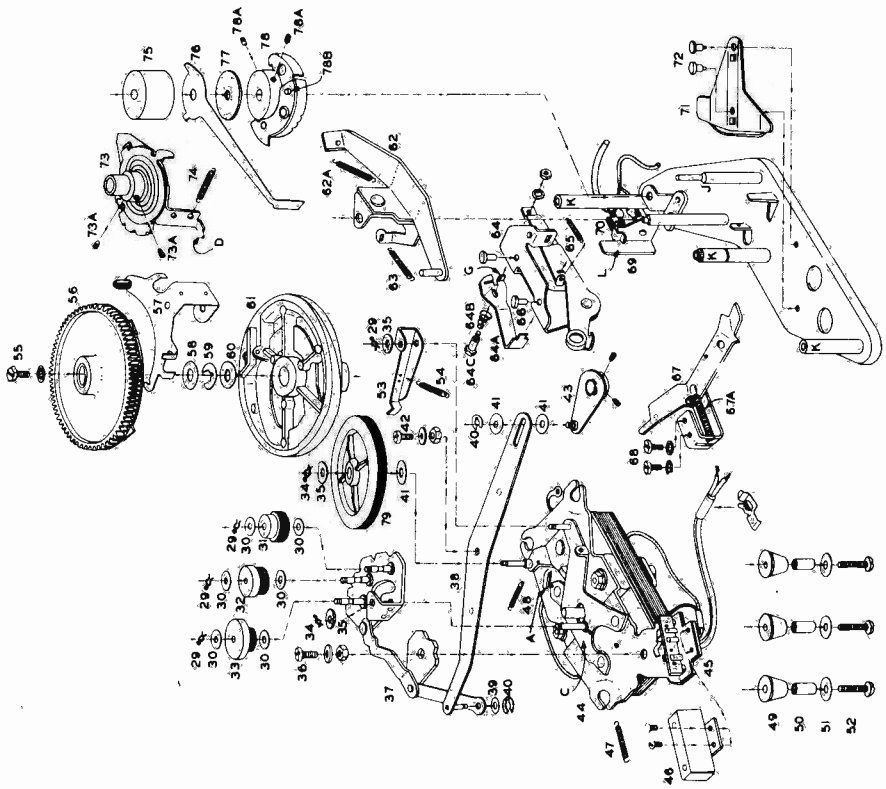

Fig. 8
1. Lip (D of 73, Fig. 8) should engage G of 64A by only about 3/32". If it is difficult for G to clear D, the movement of the pickup arm will not be properly controlled and erratic "Indexing" will result. Bend D, if necessary, to permit, smooth, easy separation of these two parts.